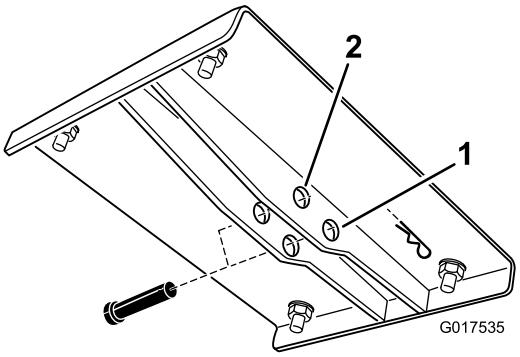

Figur 10
12. Find de to sæt huller i det øverste løftebeslag (Figur 10). Vælg sættet af huller i beslaget til de elektriske køretøjer.